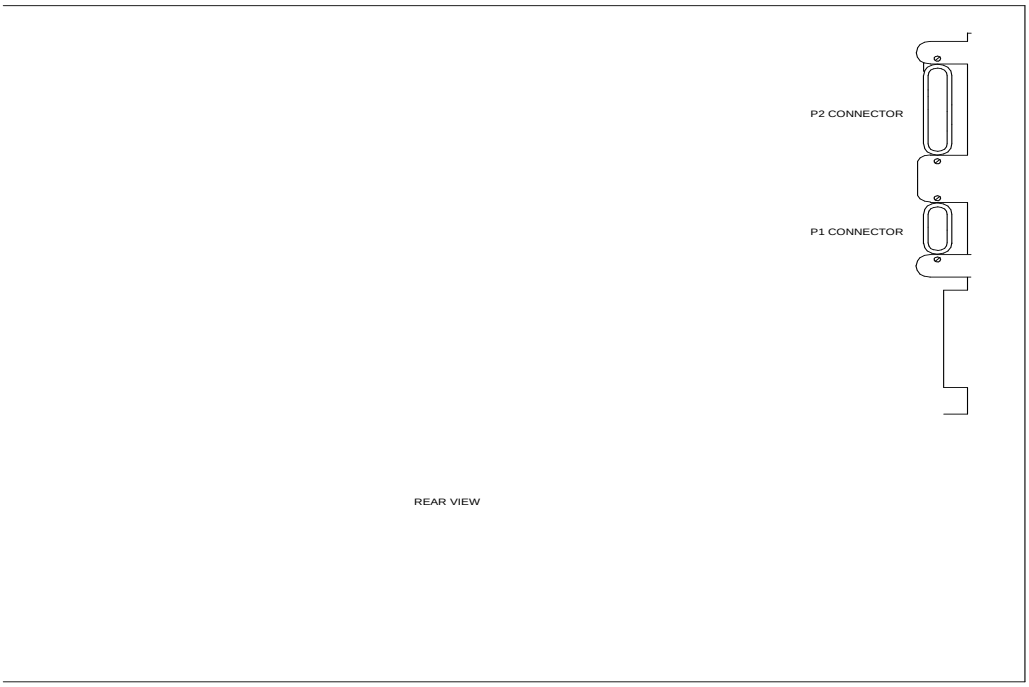

Figure 2-21. Location of P1 and P2 Connectors on DEFINITY Carrier
3. Connect the ‘‘P2’’ and ‘‘P1’’ (large and small) connectors to the ‘‘A’’ carrier (see Figure 2-21). If necessary, to get enough slack in the cables, cut the tie wrap holding the intercabinet cables from the upright in the area being installed. Snap the connector lock into place to ensure that the connection is properly made.